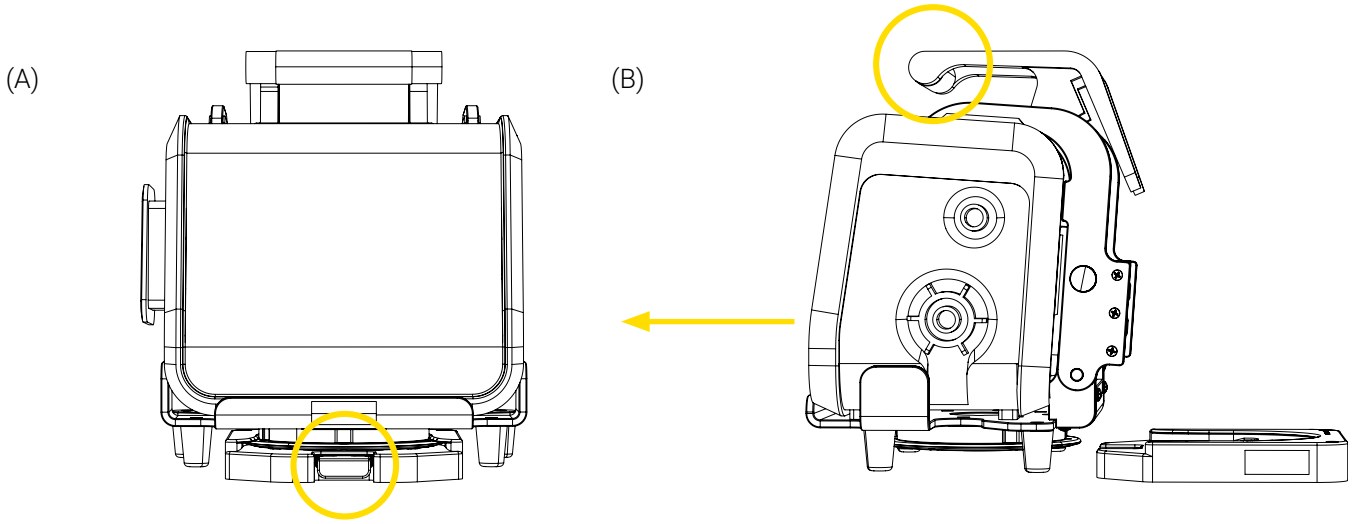

Figure 11: Retrait de l'appareil médical de la Standard Surface Base
2. Appuyer et maintenir enfoncer le bouton du mécanisme à déclenchement rapide de la Standard Surface Base, puis tirer sur l'appareil médical horizontalement à l'aide de la poignée pour le retirer de la base (Figure 11). Mettre l'appareil médical de côté.